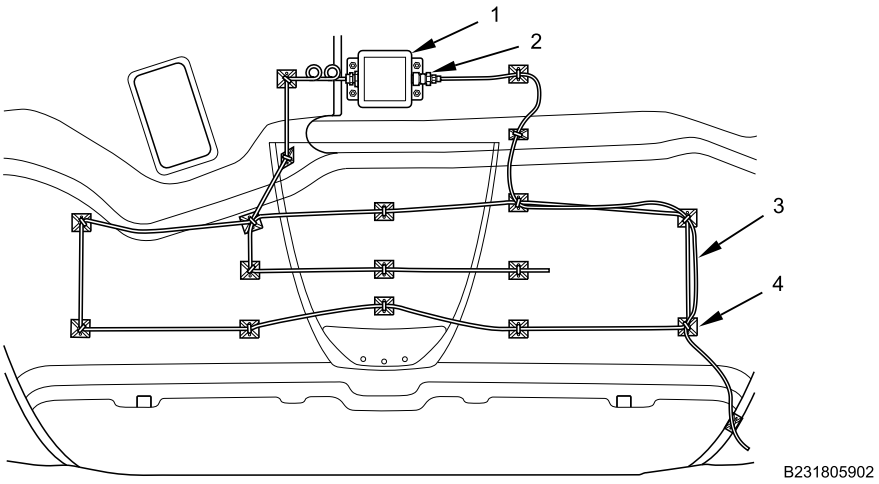

Figure 24. Underside of Hood Assembly.
5. Connect FSS chassis harness connector (Figure 24, Item 2) to FSS engine sensor (Figure 24, Item 1).
6. Install new cable lock straps (Figure 24, Item 4) to FSS engine harness (Figure 24, Item 3).